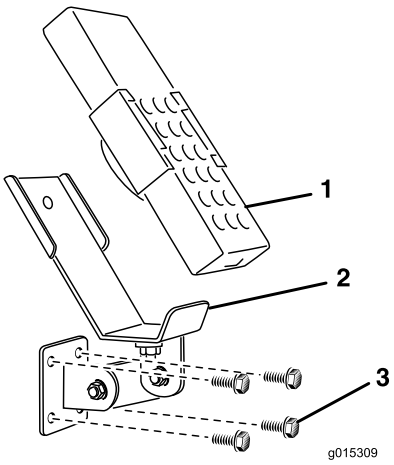
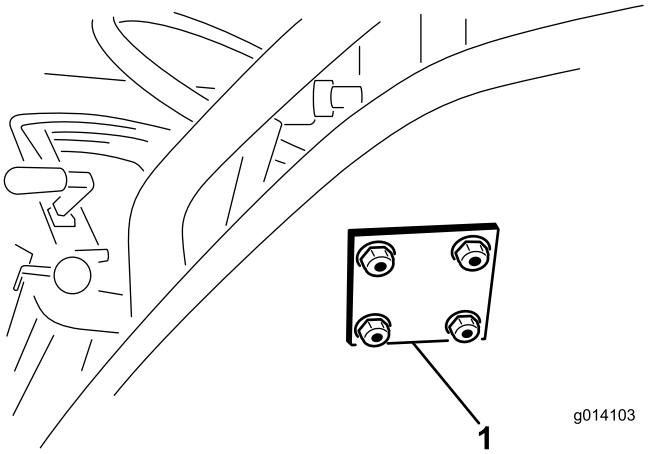

**Figur 12**
**Figur 13**
3. Använd bromslamellen som mall och placera, markera och borra (4) 11/32 tumshål i bogserfordonets monteringsyta.
4. Sätt fast monteringsfästet och bromslamellen med (4) 5/16 x 1–1/2 tums huvudskruvar med fläns och låsmuttrar med fläns (Figur 12 och Figur 13).